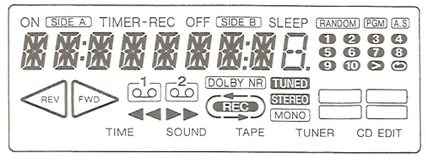

Fig. 5
2. All the LCD indicators will go on. (Refer to Fig. 5.)